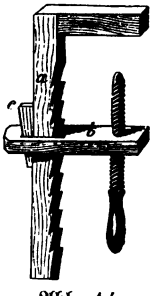

Abb. 14.
9. Der Schraubenknecht (Abb. 14) ist aus hartem Holze, oft über einen Meter lang, 6 Centimeter breit, 5 Centimeter dick. An *a* befinden sich, 5 Centimeter auseinander, Zähne, auf welche der Teil *b* je nach Bedürfnis gestellt wird, *c* ist ein Keil, um *b* in der betreffenden Lage zu befestigen.